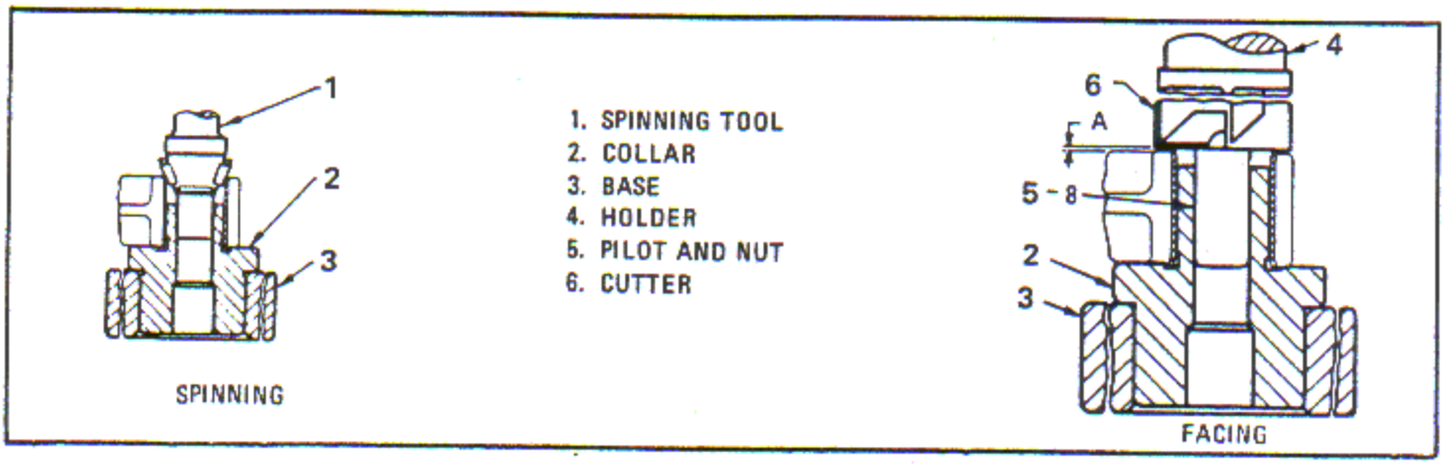

Figure 6-114. Spinning and Facing Bushing
a. Place base (3, figure 6-114) and collar (2) on the work table of a suitable radial drill press and support the rod on the collar as shown.
b. Insert spinning tool (1) in the machine spindle and align pilot in collar (2) as shown.
e. Repeat the operation for the knuckle pin end of the articulated rod using proper collar (2) and spinning tool (1).
a. Place base (3, figure 6-114) and collar (2) on the table of a suitable drill press and support the rod on the collar as shown.
b. Insert cutter (6) and holder (4, Eclipse Counterbore Co., Detroit, Michigan, Catalog No. EC-296 and 2H-M3, or equivalent) in the machine spindle and align cutter pilot in the collar.
f. Repeat the operation of the knuckle pin end of the articulated rod using the proper collar (2) and pilot (5).